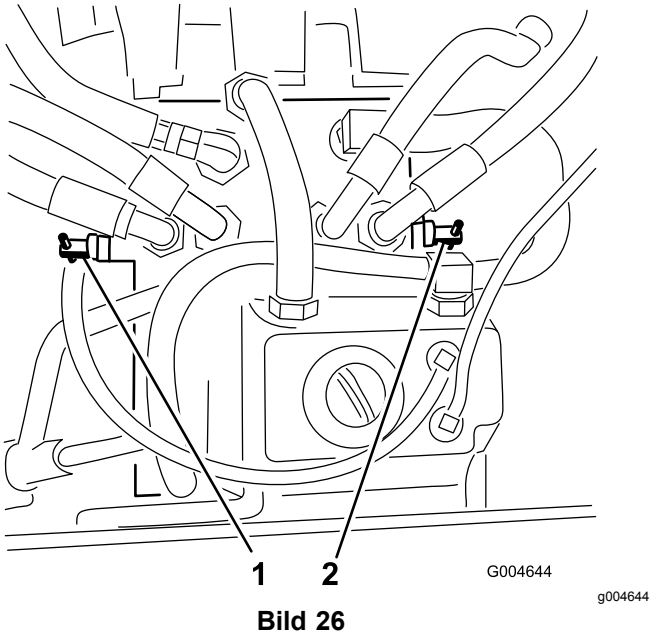

Bild 26
2. Ermitteln Sie die Sicherheitsventile (Bild 26) und drehen jedes Sicherheitsventil eine Umdrehung nach links.
4. Drehen Sie jedes Sicherheitsventil um eine Umdrehung nach rechts (Bild 26), um sie zu schließen.